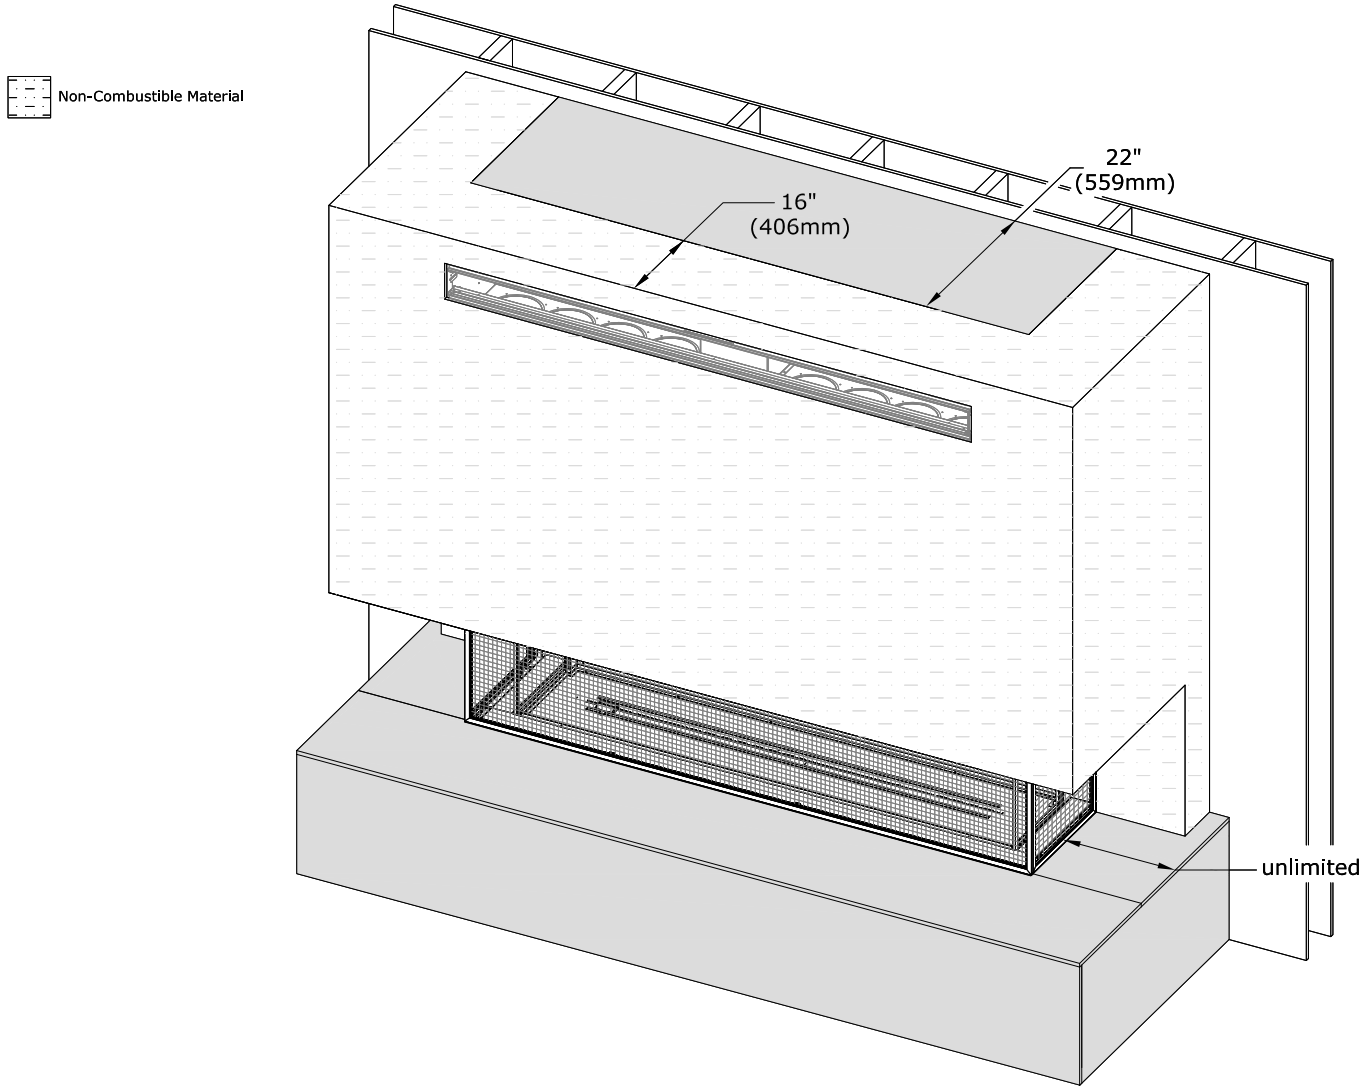

Figure 3.25 - Front and Side Chamber Projection
- **Non-combustible Mantel Projections**: A maximum of a 16” (406mm) non-combustible mantel projection is allowed to start at 0” (0mm) front and side top finishing edges of the fireplace. See Figure 3.25.
- **Non-combustible Chamber Projection:** A maximum of a 16” (406mm) non-combustible chamber projection can be installed flush at the front and side top finishing edges of the fireplace. See Figure 3.25.